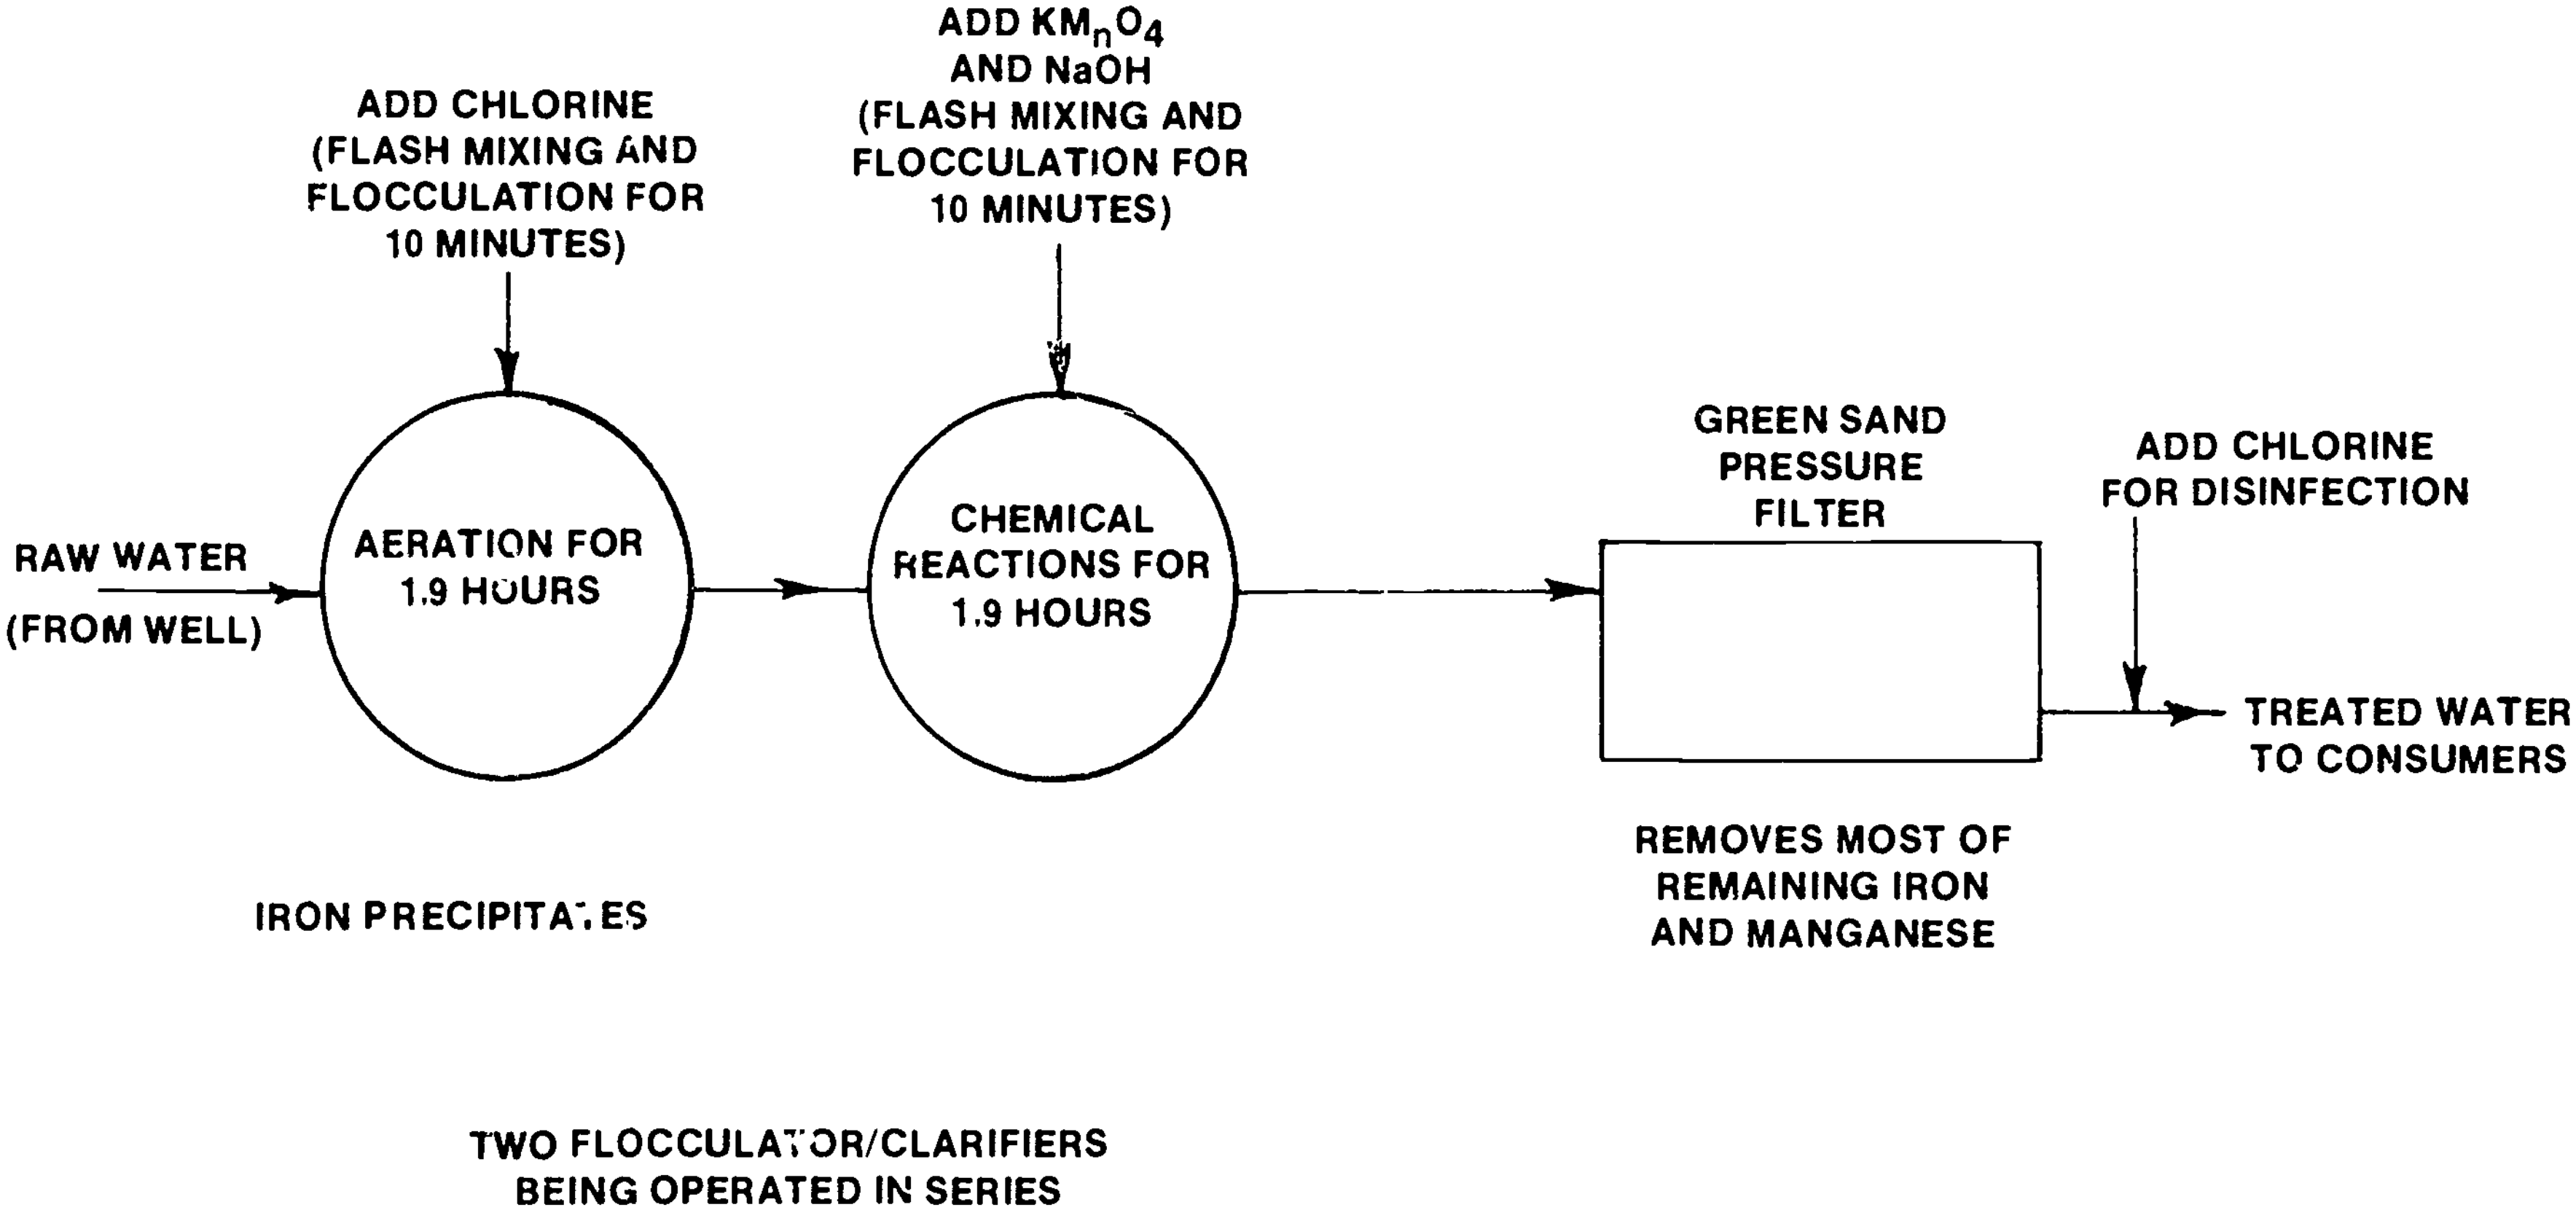

Fig. 12.5 Schmatic of iron and manganese removal plant using greensand
12.31 Description of the Plant (Figure 12.5)
The treatment plant in Figure 12.5 has two flocculator/clarifiers (solids contact units) 32 feet (10 m) in diameter with 2.0 hours detention time at maximum flow. The clarifiers can be operated in series or in parallel. At the present time they are being operated in series. The raw water is being pumped from a 50-foot (15 m) deep well to the first clarifier. The raw water is injected with chlorine at 8.65 mg/*L*, flash mixed, and flocculated for a period of ten minutes. The water is then injected with 60 cfm of air through sixteen fine bubble diffusers. The aeration detention time is 1.9 hours at maximum flows. The raw water changes from zero mg/*L* dissolved oxygen to saturation at the water temperature. The colder the water is, the more oxygen it will hold. During aeration the iron concentration drops from 3 mg/*L* to 0.15 mg/*L* which is 95 percent removal in primary clarification